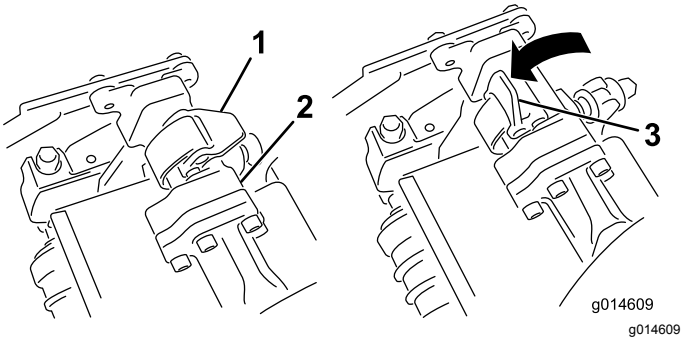
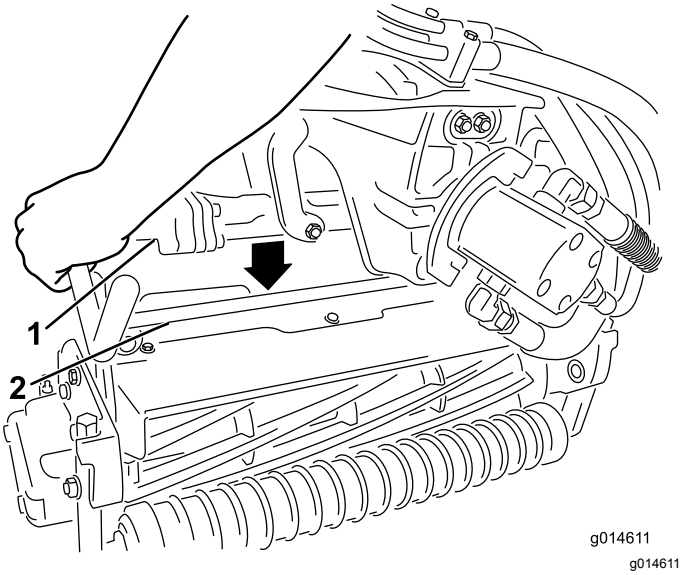

**Figur 36**
**Figur 37**
4. Åpne låsene på hjulopphengsarmbøylen slik at de peker opp (dvs. at de er åpne) (Figur 36), og trykk hjulopphengsarmen ned så bøylen ligger over klippeenhetens bøyle (Figur 37).
5. Skyv låsene ned og rundt klippeenhetsbøylen og lås dem slik at de sitter på plass (Figur 36).
5. Åpne låsene på hjulopphengsarmbøylen til klippeenheten du skal fjerne (Figur 36).